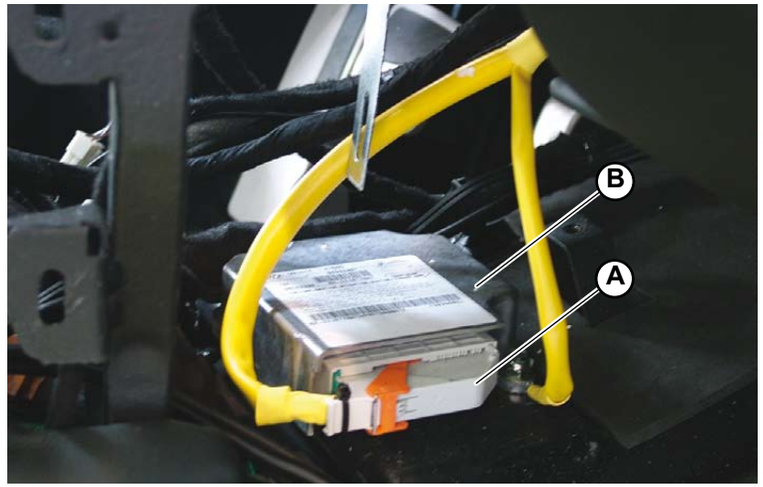

Fig.1
1. Disconnect the connector (**A-Fig.1**) from the airbag control unit.
2. Unscrew the three screws that secure the airbag control unit (**B-Fig.1**) to the crankcase of the central tunnel.